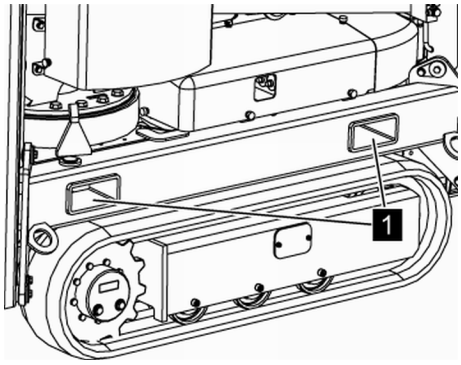

Fig. 36: Transport with a fork lift
3. *Insert the forks of the fork lift into the adapters provided (*Fig. 36/*1).*